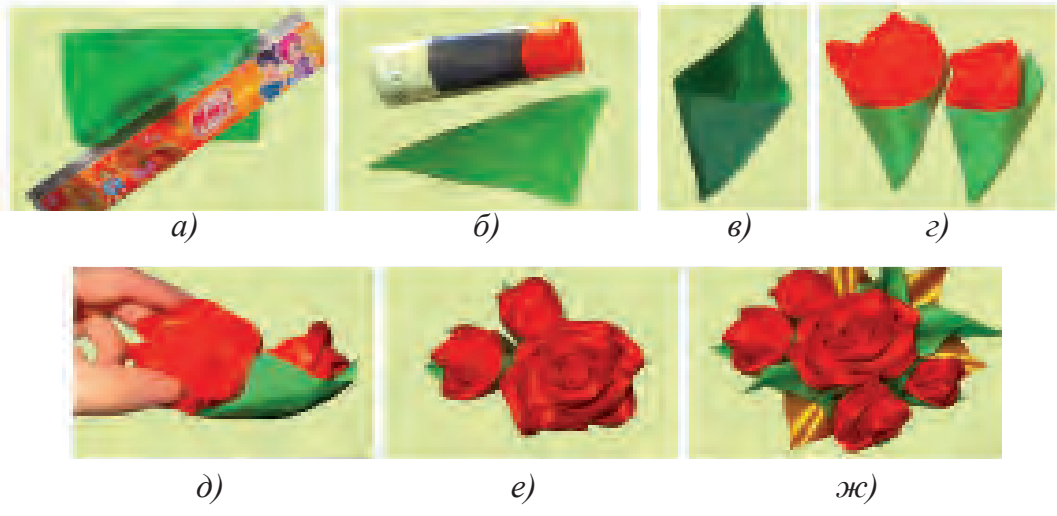

Рис.27. Изготовление композиции «Осенние цветы» из синтетических тканей.
10. Для изготовления листьев из ткани или ленты зеленого цвета вырезаются полоски длиной 15 см, шириной 5 см. Полоска складывается вдвое блестящей стороной внутрь и проводится диагональ (рис.27, а).
11. По линии диагонали делается разрез, место разреза слегка расплавляется и приклеивается (хорошо плавится синтетическая лента или ткань, при легком надавливании линия диагонали затвердевает и приклеивается) (рис.27, б).
12. Лист выворачивается на лицевую сторону (рис.27, в). Изготавливается несколько таких листьев.
13. Внутрь листка приклеивается бутон (рис.27, г).
14. На нижнюю часть розы красиво приклеиваются два бутона (рис.27, д, е).
15. Для завершения композиции можно фантазировать. Можно использовать другие цвета. Например, желтый, в указанном порядке изготавливаются зеленые листья и дополняются к цветочной композиции (рис.27, ж).